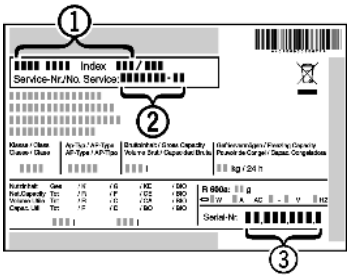

Fig. 76
▶ Gerätebezeichnung *Fig. 76 (1)*, Service-Nr. *Fig. 76 (2)* und Serial-Nr. *Fig. 76 (3)* vom Typenschild ablesen. Das Typenschild befindet sich an der linken Geräteinnenseite.